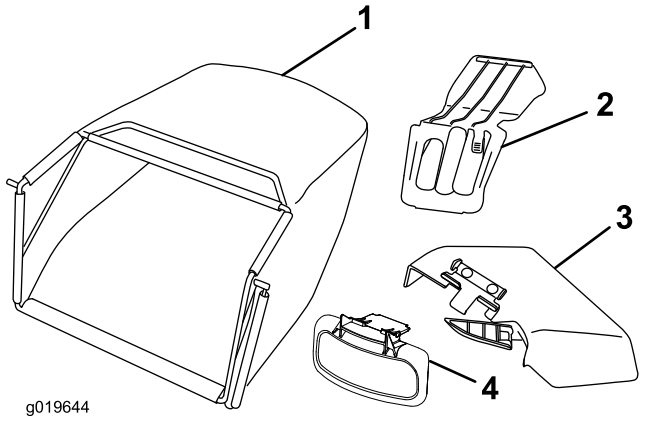

Figur 6
5. Flyt gashåndtaget til positionen **Fast** (hurtig) når motoren starter (Figur 6).